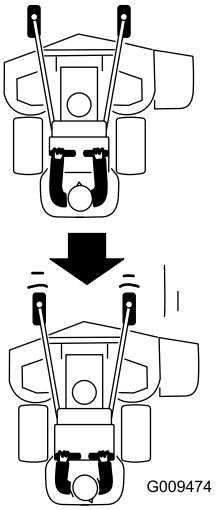

**Figur 24**
2. Træk bevægelseshåndtagene langsomt bagud (Figur 24).